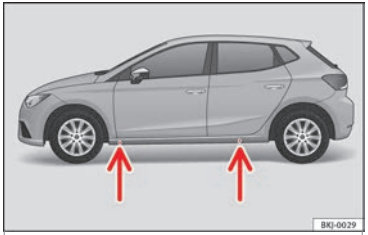

**Fig. 85** Jack position points.
- Find the support point on the strut (sunken area) closest to the wheel to be changed ››› **Fig. 85**.